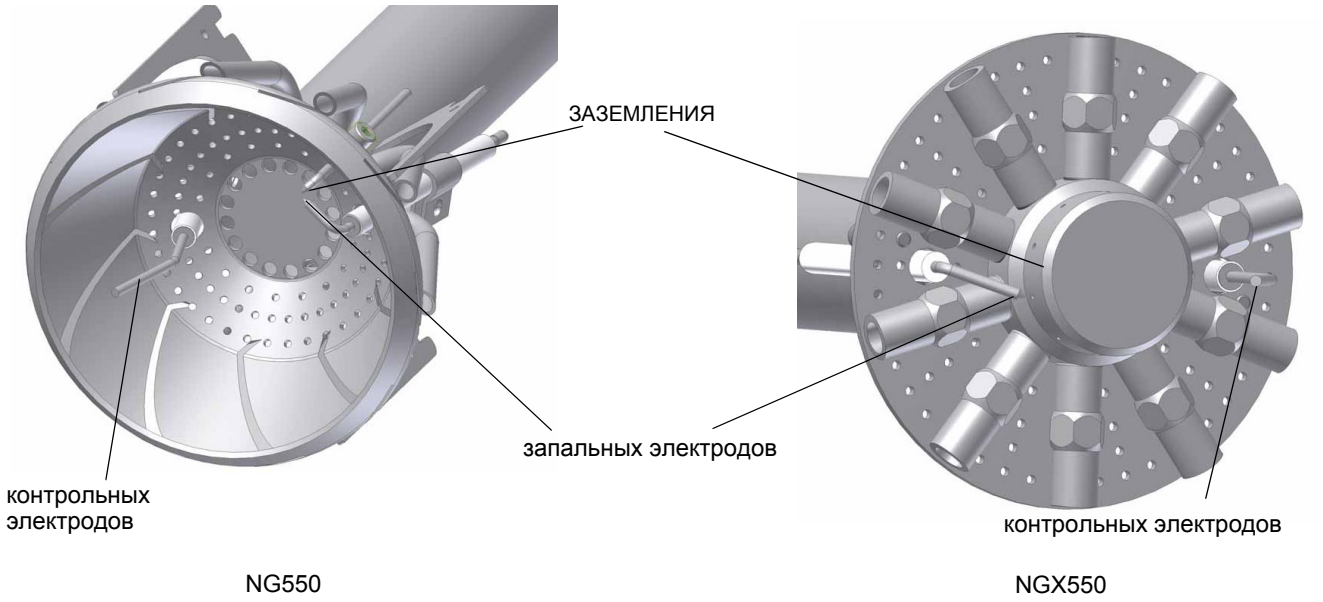

Рис. 48
2. расслабить крепежный винт (V)
**ВНИМАНИЕ**: чтобы не подвергать риску работу горелки, избегать контакта запальных и контрольных электродов с металлическими частями горелки (голова сгорания, сопло и т.д.). Проверять положение электродов каждый раз после выполнения каких-либо работ на голове сгорания. Убедиться, что расстояние между запальным электродом и массой составляет 4 - 5 мм. (см. Рис. 48)